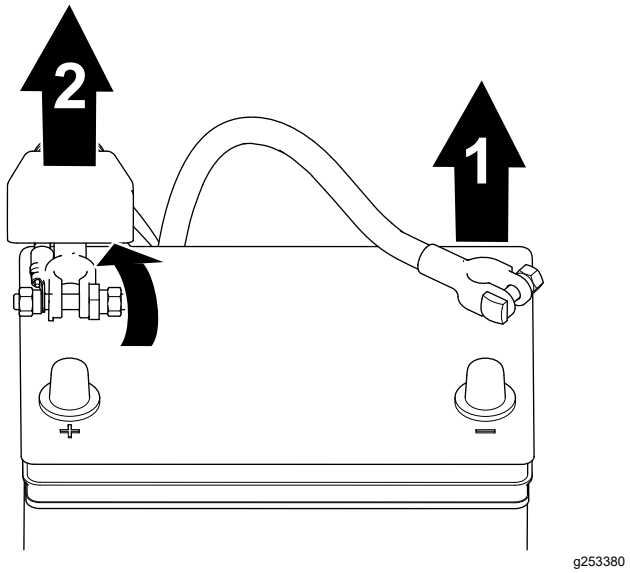

Figuur 31
1. Koppel de minkabel los van de accupool (Figuur 31).
2. Hef de isolatorkap op en koppel de pluskabel los van de accupool (Figuur 31).